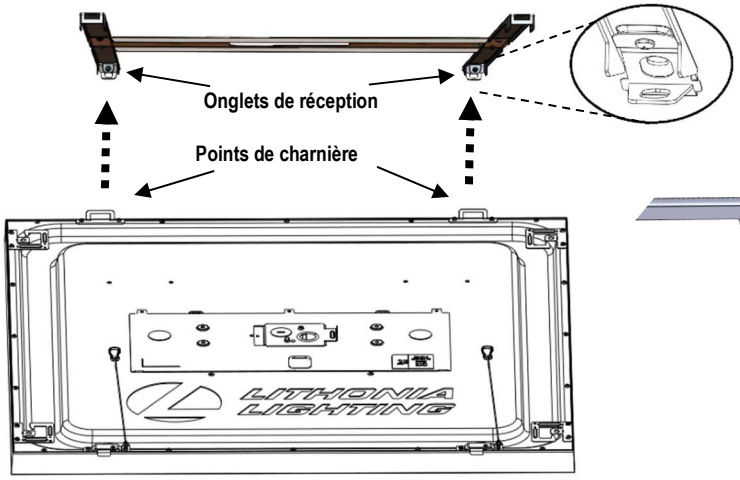

Figure 6A
- Commencer par identifier les points de charnière sur le CPANL, puis positionner le panneau de manière à le tenir en gardant les charnières éloignées de vous, voir Figure 6A.